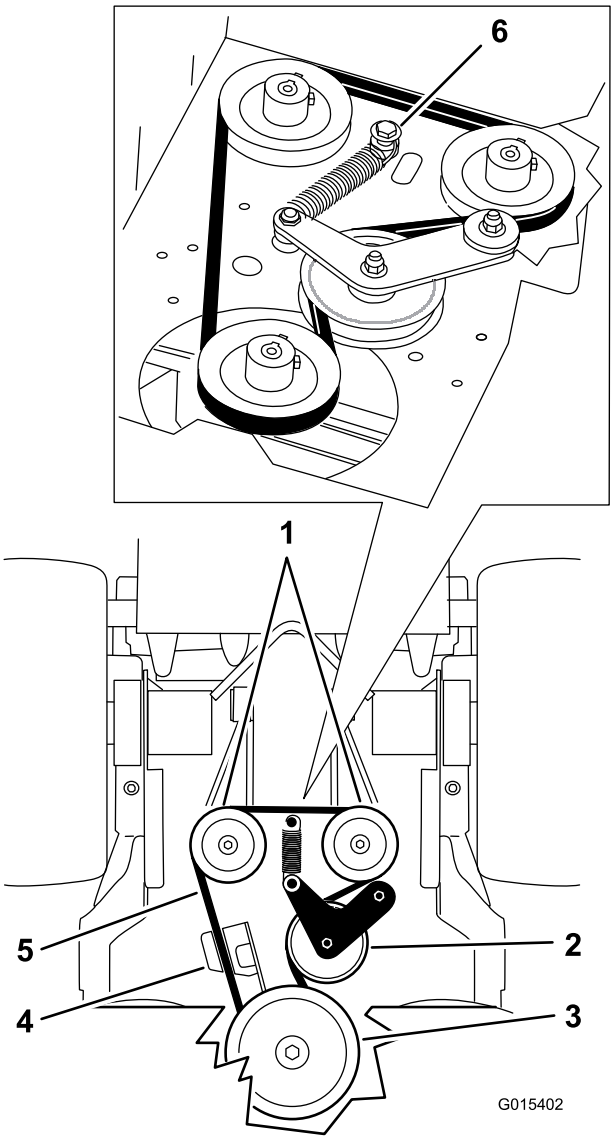

**Figur 67**
5. Fjern skulderbolten, mutteren og skiven fra motorenheten og den tilkoblede fjæren (Figur 67).
6. Fjern pumpedrivremmen (Figur 67).
8. Monter fjæren på skulderbolten og skiven, og koble til motorenheten med mutteren (Figur 67).